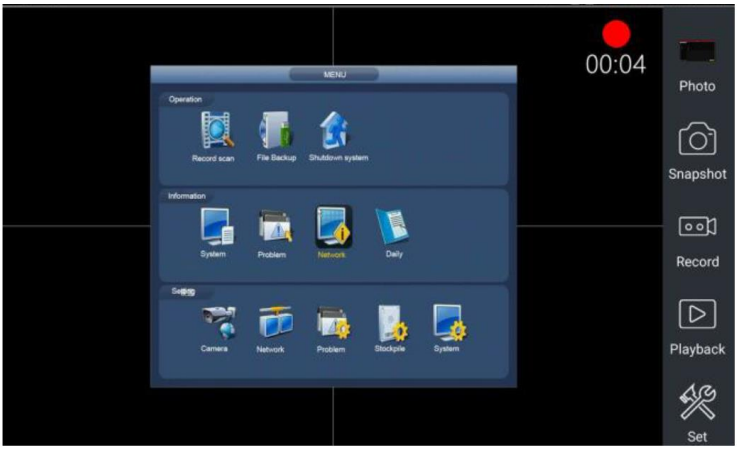

Рис. 77 Запись видео в приложении HD 1.4
- Запись видео (Video record, рис. 77) начнется, если вы нажмете соответствующий значок, в правом верхнем углу появится индикатор и таймер записи. При повторном нажатии кнопки запись будет закончена, а файл будет предложено сохранить на micro SD карте памяти. В ручном режиме появится диалоговое окно, где можно задать имя сохраняемого файла. В автоматическом режиме файл сохраняется с именем, заданным автоматически.